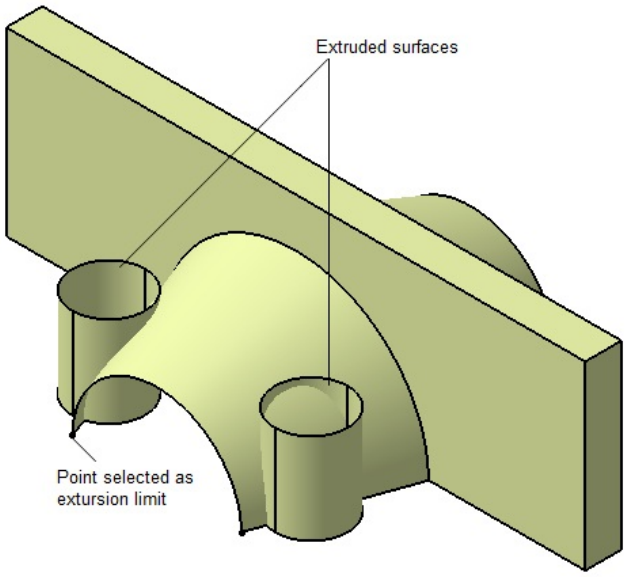
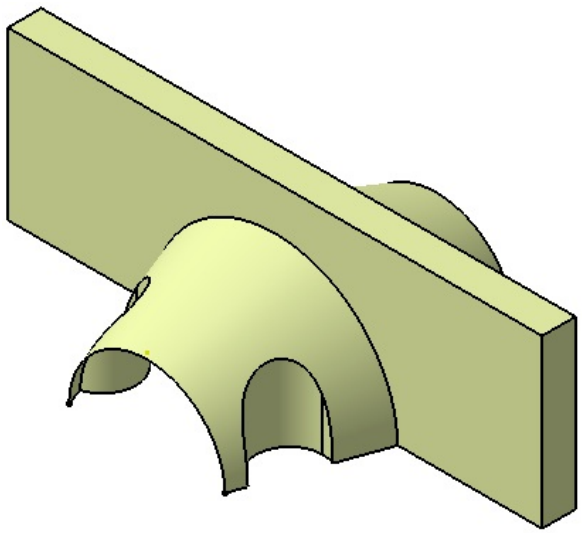

Figure 18-111 *The extruded surfaces*
Figure 18-112 *The model after trimming*
e. Trim the base feature and join all surfaces of the model, refer to Figure 18-111 and Figure 18-112.
2. Choose the **Extrude** tool from the **Surfaces** toolbar; the **Extruded Surface Definition** dialog box is displayed. Select the sketches using the **Profile** selection box and choose default direction in the **Direction** selection box. In the **Type** drop-down list, select the **Up-to Element** option and then select the corner of the lofted surface as the extrusion limit. Figure 18-111 shows the extruded surfaces.
3. Choose the **OK** button from the **Trim Definition** dialog box. The model after trimming the base surface is displayed in Figure 18-112.